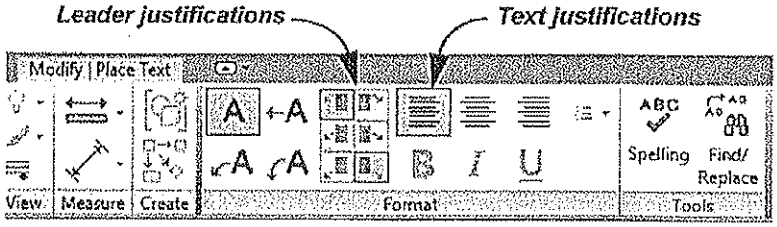

Figure 13–14
4. In the Format panel, set the justification for the text and leader, as shown in Figure 13–14.